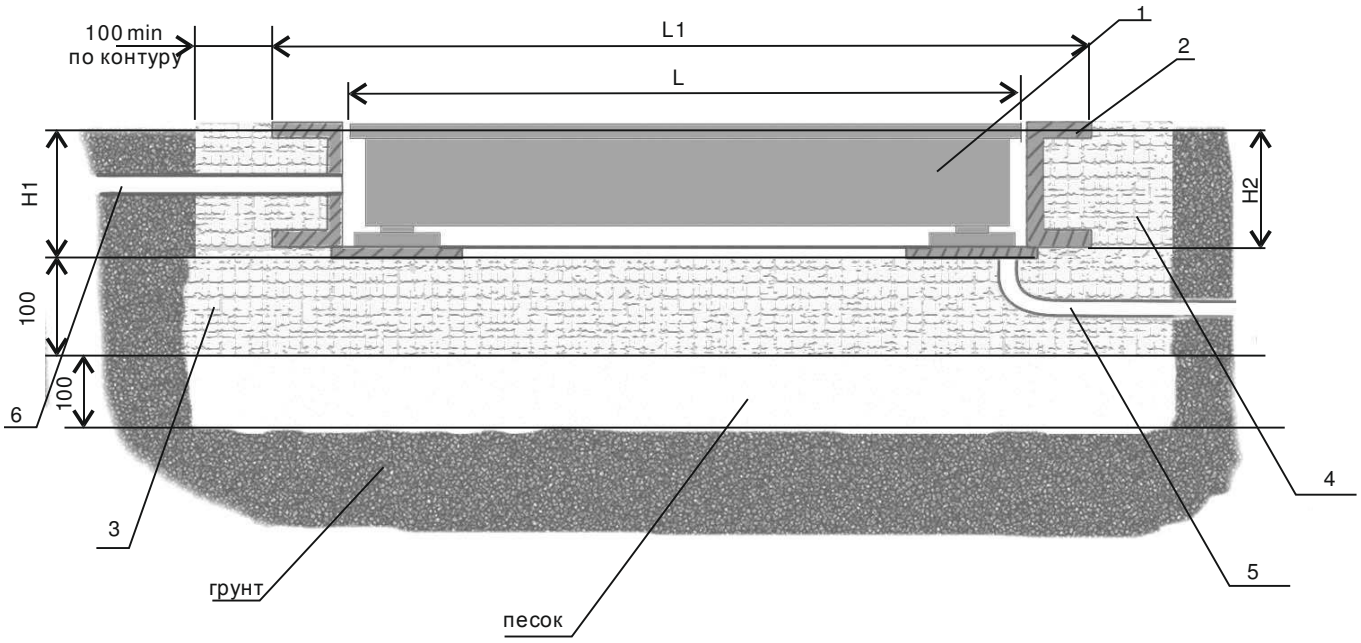

Рис.4 Схема приямка
2.3.1. Сооружение приямка для установки весов ВСП4-В (рисунок 4).
Ввернуть опоры *2* в резьбовые отверстия датчиков врезной платформы *1* таким образом, чтобы высота платформы *1*, установленной на плоской поверхности, была бы равна глубине рамы 3 (размер Н2 на рис.4). Установить на врезной платформе *1* рым-болты *5*. Врезную платформу *1* необходимо расположить в раме *3* таким образом, чтобы сторона платформы *1*, у которой находится вывод соединительного шнура *7*, соответствовала стороне рамы *3*, на которой находится отверстие *6* для вывода соединительного шнура *7*.